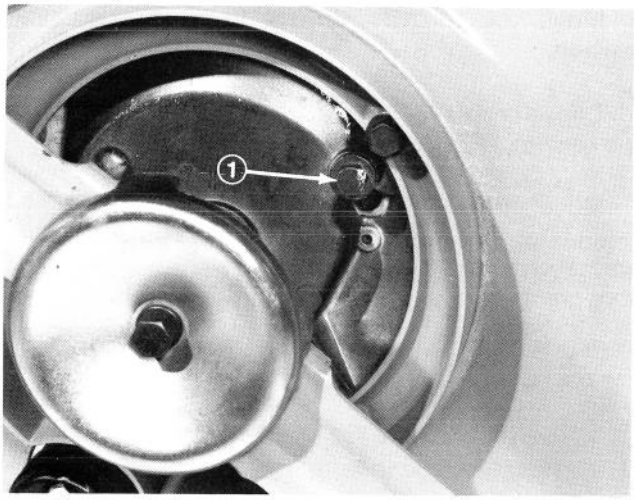

Figure 37
3. Tip mower on its left side, remove drain plug from bottom of engine, lower mower into drain pan and allow oil to flow into drain pan (Fig. 37). After all oil is drained, install drain plug but do not fill crankcase with oil until steps 4 through 9 are completed.